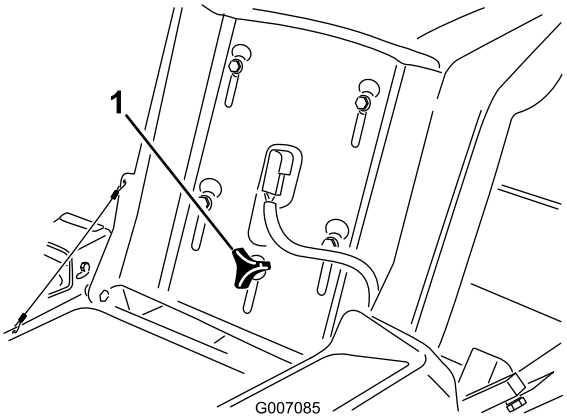

Figur 18
1. Höj upp sätet och lossa på justeringsvredet bara så mycket att det går att flytta på sätet (Figur 18).